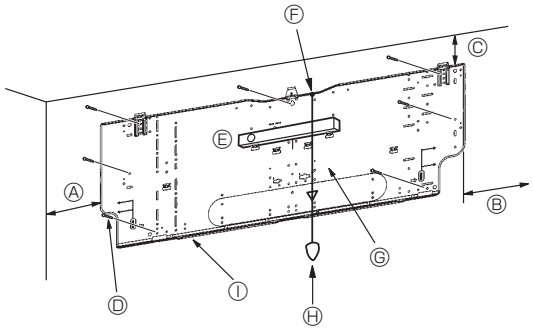

Fig. 3-4
3.2.3. Instalación del soporte de montaje en la pared (Fig. 3-4)